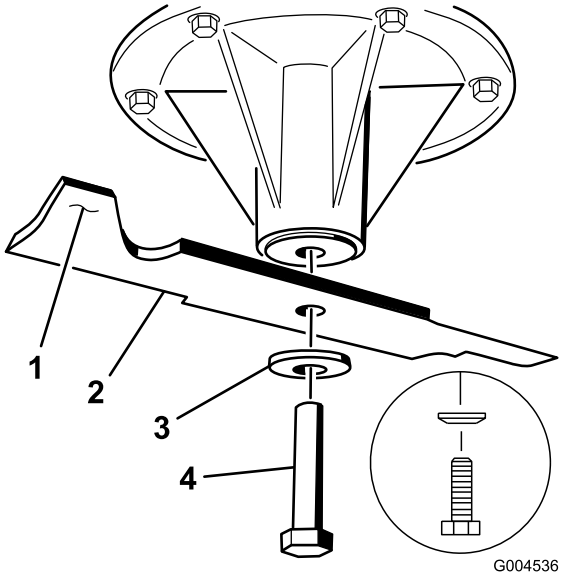

**Figuur 92**
2. Verwijder de mesbout, de klemring en het mes van de spilas (Figuur 92).